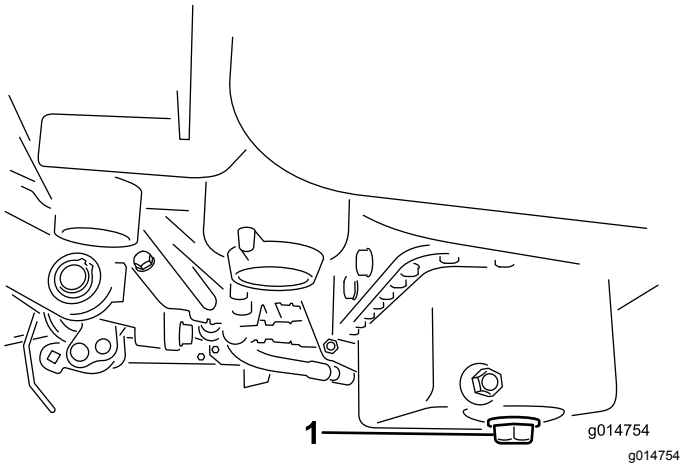

Figur 46
1. Ta bort avtappningspluggen och låt oljan rinna ned i ett kärl. Sätt tillbaka avtappningspluggen när oljan har slutat rinna (Figur 46).